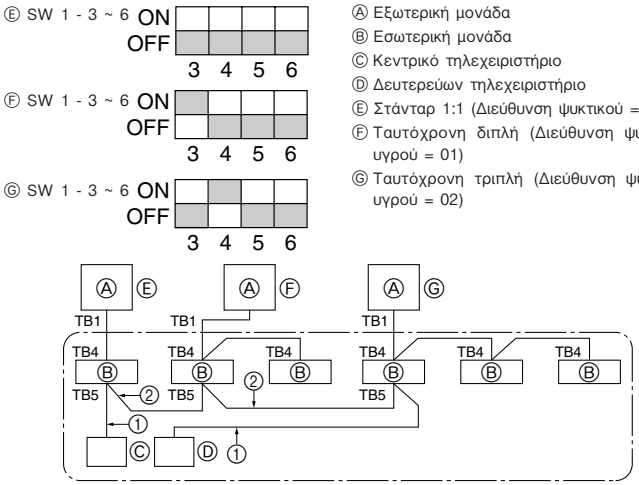

Fig. 9-1
① Τροφοδοτήστε με ρεύμα το κλιματιστικό (διακόπτης κυκλώματος).
② Αφού κλείσετε την ανασταλτική βαλβίδα της γραμμής αερίου, γυρίστε το διακόπτη SWP στον πίνακα ελέγχου της εξωτερικής μονάδας στη θέση ON. Ο συμπιεστής (εξωτερική μονάδα) και οι ανεμιστήρες (εσωτερική και εξωτερική μονάδα) αρχίζουν να λειτουργούν και η εκκένωση του ψυκτικού αρχίζει. Οι λυχνίες LED1 και LED2 στον πίνακα ελέγχου της εξωτερικής μονάδας είναι αναμμένες.
③ Επειδή η μονάδα σταματά αυτόματα να λειτουργεί μετά από δύο έως τρία λεπτά αφού ολοκληρωθεί η εκκένωση του ψυκτικού (οι λυχνίες LED1 και LED2 είναι αναμμένες), φροντίστε να κλείσετε γρήγορα την ανασταλτική βαλβίδα της γραμμής αερίου. Όταν οι λυχνίες LED1 και LED2 είναι αναμμένες και η εξωτερική μονάδα σταματήσει, ανοίξτε εντελώς την ανασταλτική βαλβίδα της γραμμής υγρού και στη συνέχεια επαναλάβετε το βήμα ② αφού περάσουν τρία λεπτά.
④ Διακόψτε την τροφοδοσία ρεύματος (διακόπτης κυκλώματος).
9. Έλεγχος συστήματος (Fig. 9-1)
9. Controlo do sistema (Fig. 9-1) 65